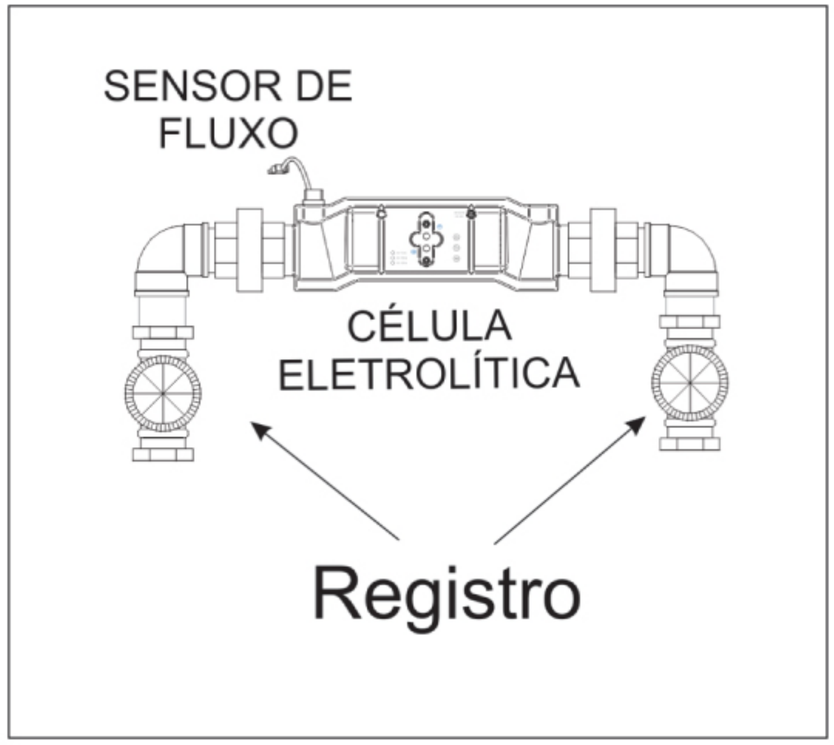

figura 7
3. Instale uniões, tanto na entrada como na saída da célula eletrolítica, a fim de facilitar sua remoção em caso de manutenção, conforme figura 7.